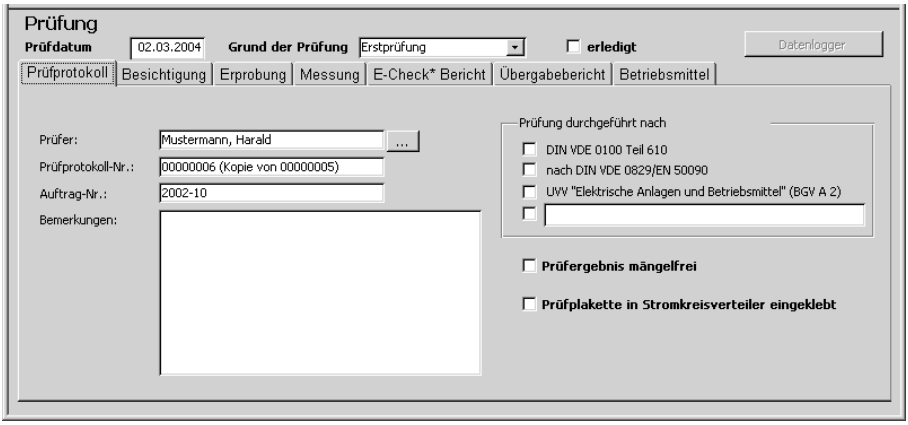

Bild 5.27: Datensatz für Verteiler duplizieren
- Wählen Sie aus dem Menü "Bearbeiten" die Funktion "Kopieren" und anschließend die Funktion "Einfügen", es wird eine Kopie des zuvor ausgewählten Datensatzes erstellt. Im unten stehenden Beispiel wird ein neuer Verteiler "Zählerschrank mit Verteilerfeld (Kopie)" erstellt, siehe Bild 5.27. Alle untergeordneten Stromkreise werden ebenfalls mit übernommen.